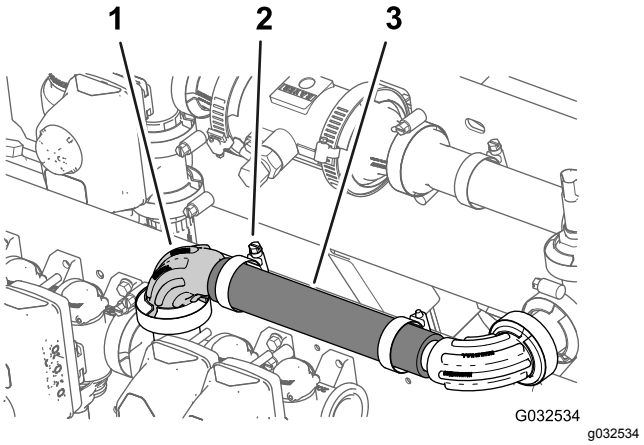

Figuur 90
1. Monteer de slang (1" x 8½") op de flensfitting van 90° (1"); zie Figuur 90.
2. Bevestig de slang met een slangklem aan de flensfitting (Figuur 90).